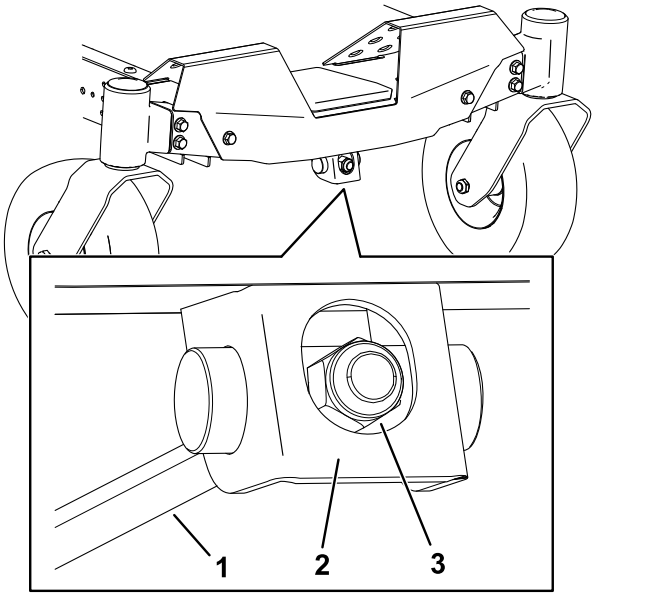

Figur 75
1. Drej justermøtrikken forrest på plæneklipperen (Figur 75).